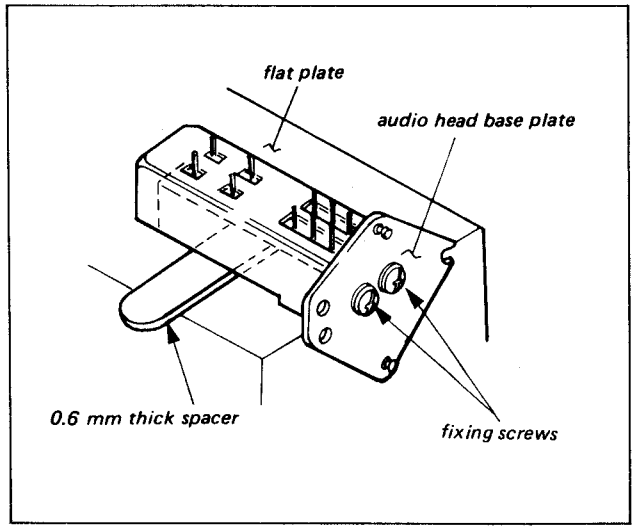

Fig. 10-1. Audio head position adjustment
2. Place the assembly on a flat plate as shown in Fig. 10-1. Insert a 0.6 mm thick spacer on the upper portion (Audio CH-1, CH-2 area), while pressing the audio head and the shield case downward, tighten the two screws.